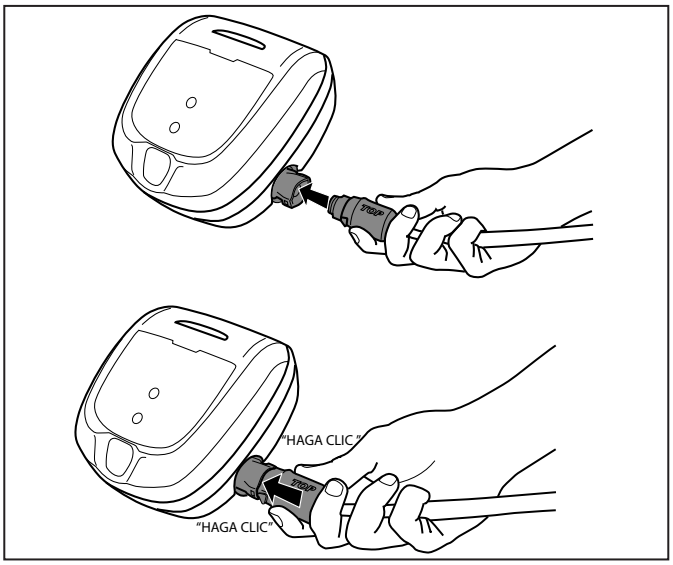

Figure 1. Connect Power Cable
- **U.S.**: Per NEC® requirements, keep the control box at least five (5) ft. (1.5 m) from the edge of the pool. **CANADA**: Per CEC requirements, keep the control box at least three (3) m (10 ft.) from the edge of the pool.
1. Firmly insert power cord connector (with TOP shown facing up) until you hear a "click" (Figure 1).